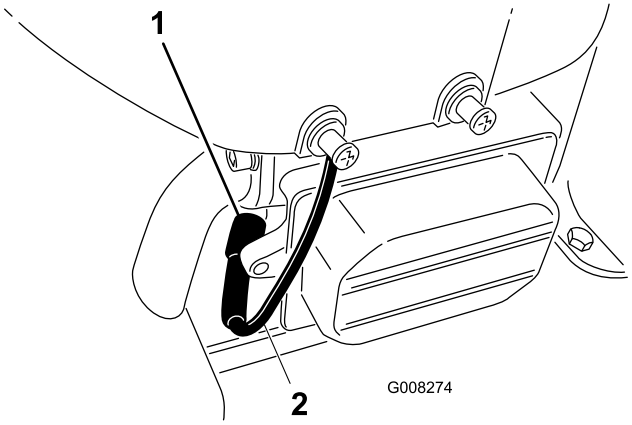

Figur 24
6. Lossa tändkabeln från tändstiftet (Figur 24).
8. Ta bort tändstiftet och metallbrickan (Figur 24).
3. Anslut tändkabeln till tändstiftet (Figur 24).